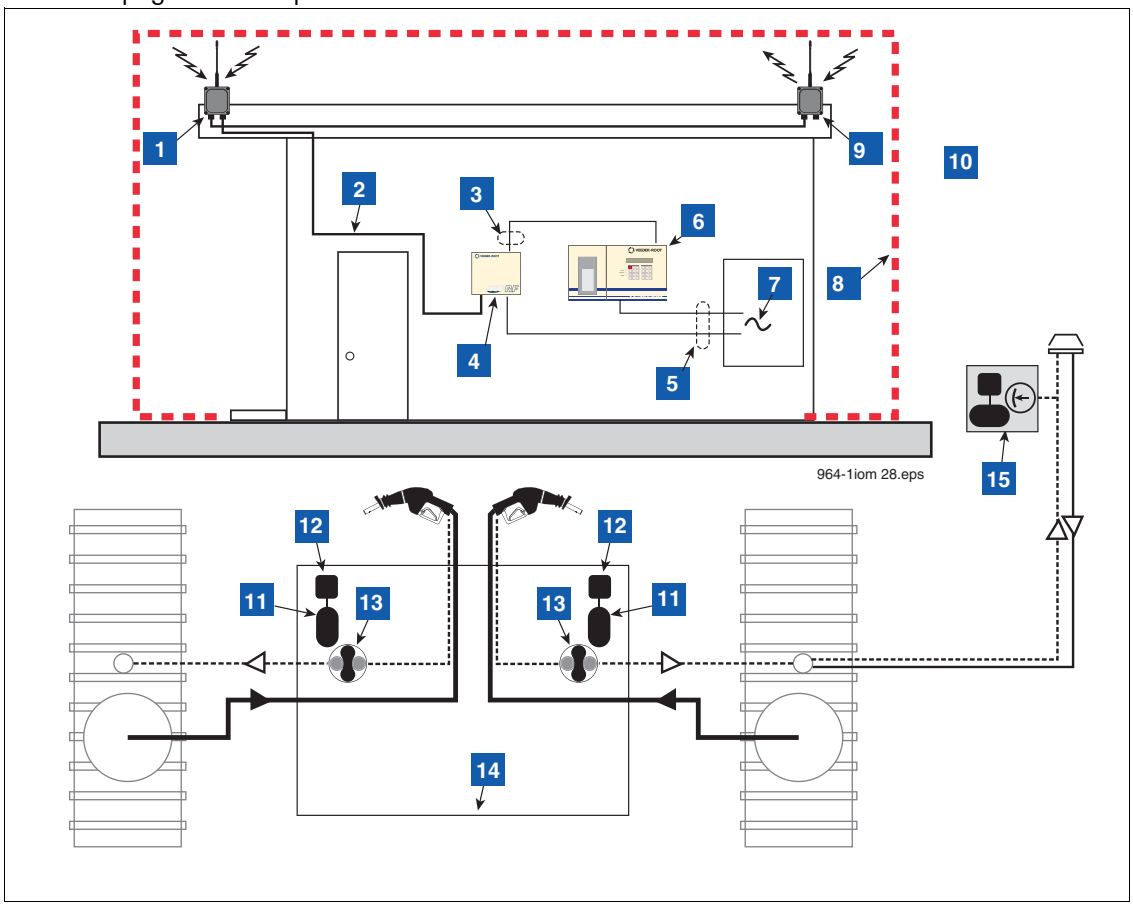

**Figure 1. Example TLS RF Wireless System Site Layout**
Figure 1 illustrates an example TLS RF Wireless System installation. The Repeater component may be required if the system Receiver, mounted on building's outside wall, has difficulty receiving signals from any of the Transmitters. See page 32 for Repeater installation.
**LEGEND FOR NUMBERED BOXES IN Figure 1**